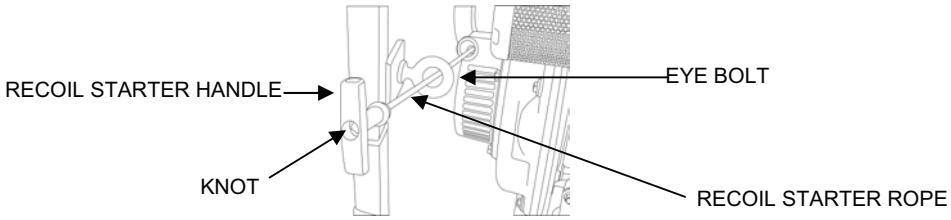

Figure 2. Recoil Starter Cord Removal / Installation from / into Rope Guide.
d. Pull the recoil starter cord out a little, secure the rope, slip the handle down the rope and untie or cut off the knot at the end of the rope (see Figure 2).
f. Pull the recoil starter rope out past the skid frame, secure the rope, slip the handle down the rope and untie or cut off the knot at the end of the rope (see Figure 2).